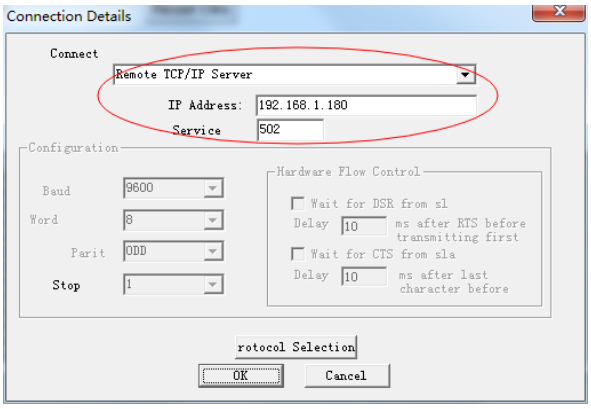

图 1
2. 选择菜单 Connection/Connect，选择 Remote TCP/IP Server，输入 BCNet-Q 的 IP 地址，Service 端口为 502；点击[OK]按钮，如图 1 所示。